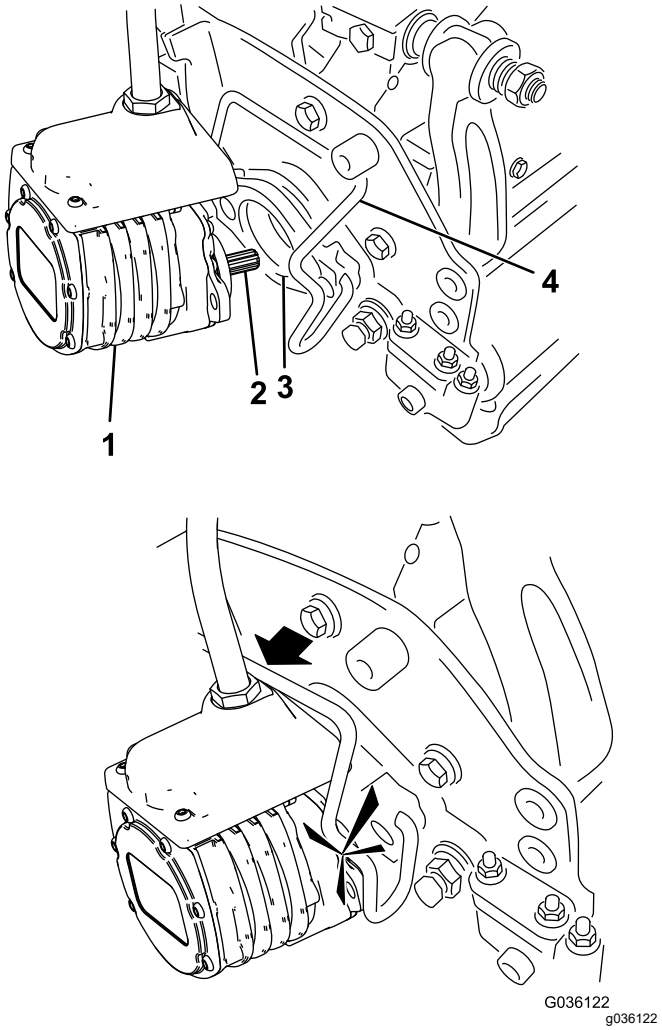

Figuur 67
6. Smeer schoon vet op de sleufas van de motor van de maai-eenheid (Figuur 67).
7. Steek de motor in de linkerkant van de maai-eenheid (gezien vanuit de bestuurdersstoel) en trek de motorbevestigingsstang op de maai-eenheid in de richting van de motor totdat u aan beide kanten een klik hoort (Figuur 67).